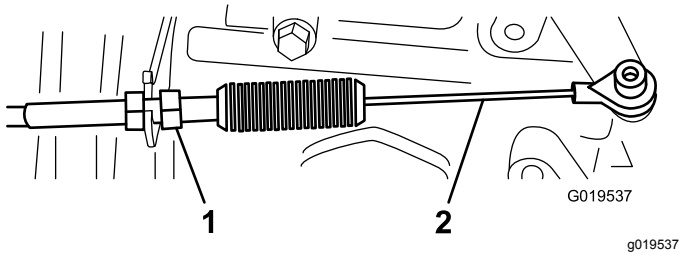
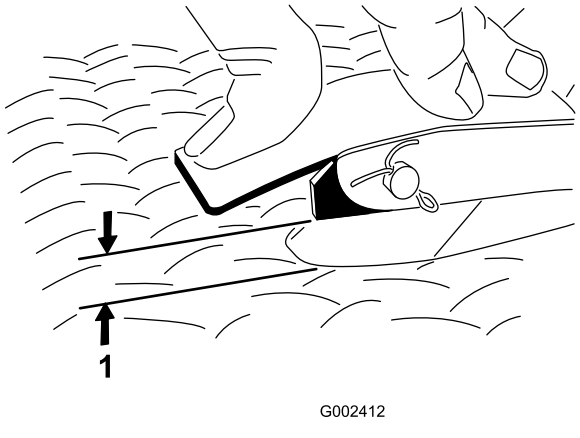

Figur 66
Figur 67
2. Juster kuleleddet på gasspedalkabelen (Figur 66) for å tillate 2,54 til 6,35 mm klaring mellom gasspedalarmen og toppen av gulvplaten med rombeprofil (Figur 67) når det påføres 11,3 kg kraft på midten av pedalen.
3. Stram låsemutteren (Figur 66).